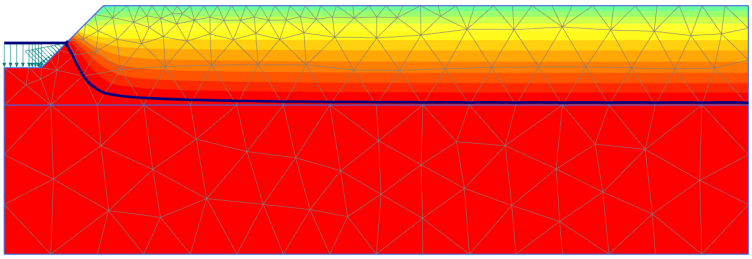

Figure 11.10 Saturation field at day 15
- Figure 11.10 shows the spatial distribution of the saturation for the last time step.